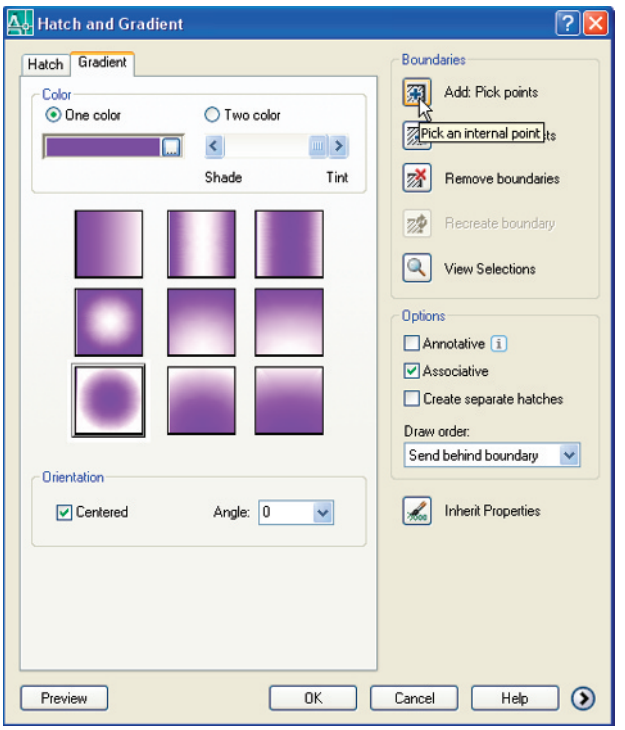

Fig. 8.8 The **Hatch and Gradient** dialog
Fig. 8.8 shows two examples of hatching from the **Gradient** sub-dialog of the **Hatch and Gradient** dialog.
2. *Click* the **Gradient...** tool icon in the **2D Draw** control panel (Fig. 8.7) or in the **Draw** toolbar. In the **Hatch and Gradient** dialog which appears (Fig. 8.8) *pick* one of the gradient choices, followed with a *click* on the **Pick an internal point** button. *Click* one of the color panels in the dialog and when the dialog disappears, pick a single area of one of the rectangles in the left-hand drawing, followed by a *click* on the dialog's **OK** button when the dialog reappears.